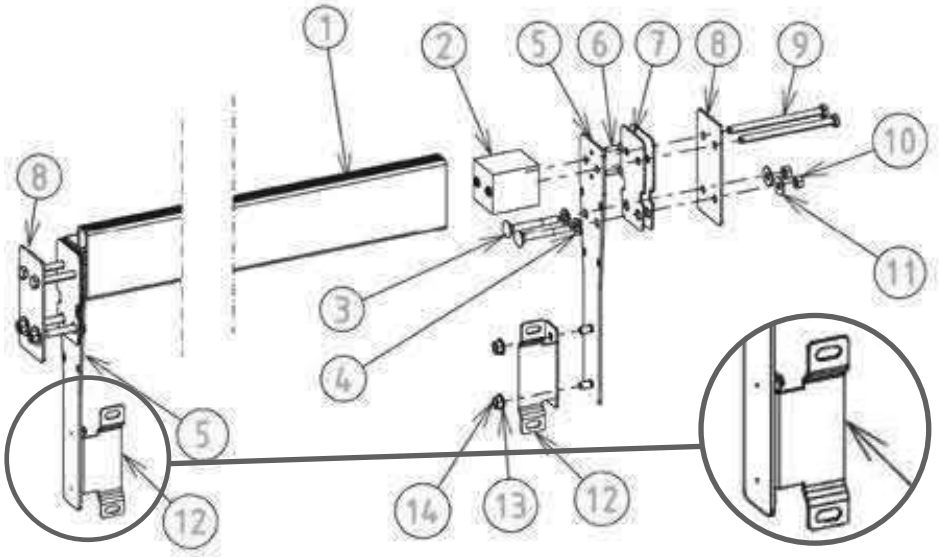

Figure 41 – Assemblage et montage de la poutre
Les étapes de montage de la poutre sont illustrées à la *Figure 41*. La visserie nécessaire à ce montage se trouve dans le sachet Y. Sur cette figure, la paroi de bois est située entre les pièces 7 et 8, et le liner est situé entre les deux joints (7) en caoutchouc.
Montez les deux équerres de support de parois de séparation (12) sur les platines (5) par le biais de quatre écrous (14) et quatre rondelles (13) de diamètre 8 mm en inox A4. Les avancées sur lesquelles de situent les trous oblongs sur les équerres (12) doivent se situer du même côté de la poutre (voir zoom à la *Figure 41*).
Pour finir, fixez la paroi de séparation sur les équerres (pièce 12 de la *Figure 41*) grâce à quatre vis (7) à tête poêlier 8 × 16, quatre rondelles et quatre écrous de diamètre 8 mm en inox A4.